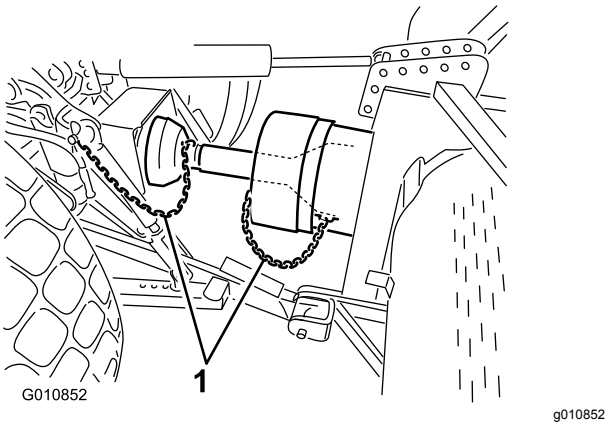

Figur 25
6. Anslut skyddssäkerhetskedjorna till kraftuttagsskyddet och traktorenhetsfästet (Figur 25). Kontrollera att kedjorna inte spänns när du höjer och sänker luftaren.